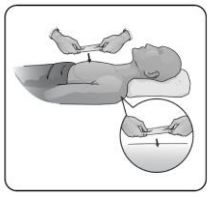
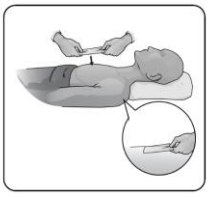

図 5-1
図 5-2
2)接着剤を患者の皮膚に直接貼付する。(図 5-1、図 5-2 参照)